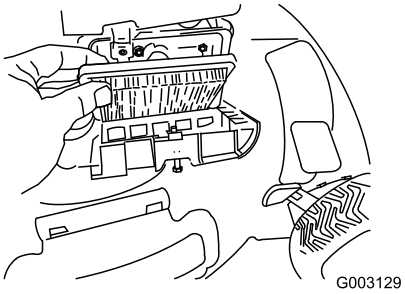

Figur 33
3. Udskift luftfilteret (Figur 33).